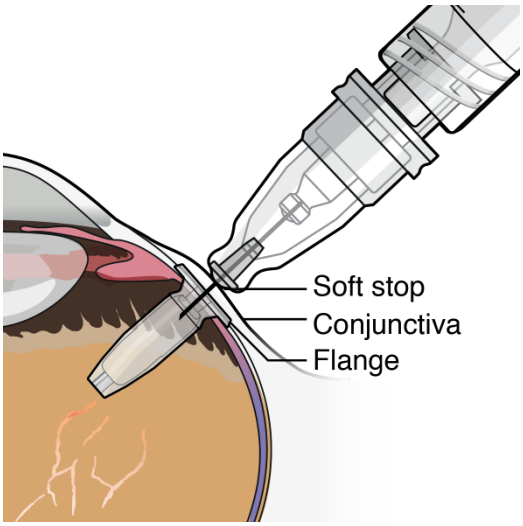

Figure 26
- Continue inserting the needle until the soft stop of the refill needle makes physical contact with the conjunctiva (see Figure 26) to provide a tactile cue that optimal contact has been made.